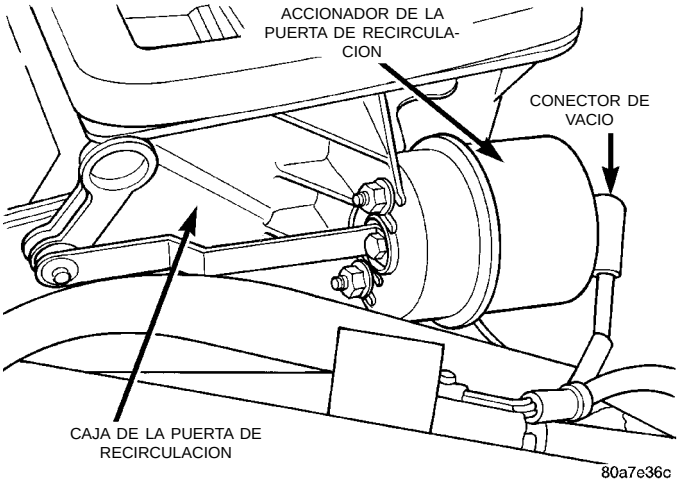

Fig. 42 Accionador de la puerta de recirculación
(1) Retire del vehículo el tablero de instrumentos. Para informarse sobre el procedimiento de desmontaje, consulte el Grupo 8E, Tablero de instrumentos y sistemas.
(2) Desconecte el tubo de vacío del accionador (Fig. 42).
(3) Retire las dos tuercas que retienen el accionador de vacío en la caja de la puerta de recirculación.
(4) Desconecte el accionador de la articulación de la puerta de recirculación.
(5) Retire del vehículo el accionador de la puerta de recirculación.